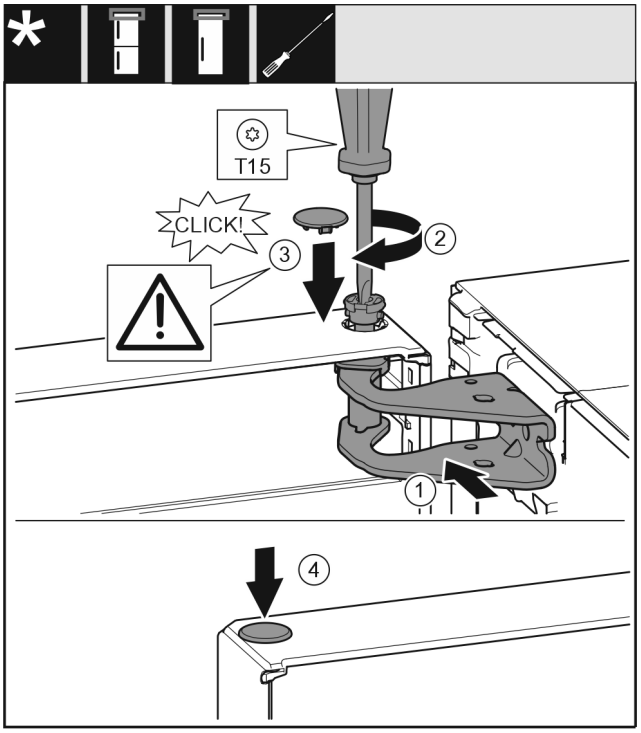

Fig. 20
▶ Align the top door with the opening in the swap bearing block *Fig. 20 (1)*.
▶ Insert the bolt *Fig. 20 (2)* and use screwdriver to tighten it.
▶ Insert the cover *Fig. 20 (3)*.
▶ Check that the cover *Fig. 20 (3)* is resting on the door.
▶ Insert the cover *Fig. 20 (4)*.